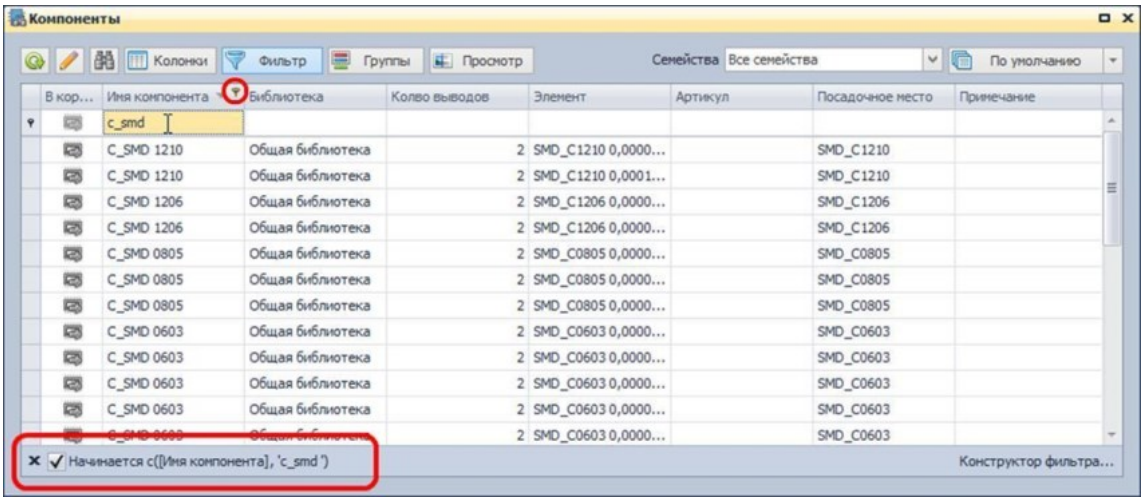

Рис. 773. Результаты выполнения фильтрации
2. Введите нужное сочетание символов в ячейку фильтра для выбранной колонки, см. Рис. 773, результаты фильтрации будут отображаться по мере ввода символов. В нижней части окна дополнительно указывается применяемый фильтр, а заголовок колонки, к которой применен фильтр, помечается значком .